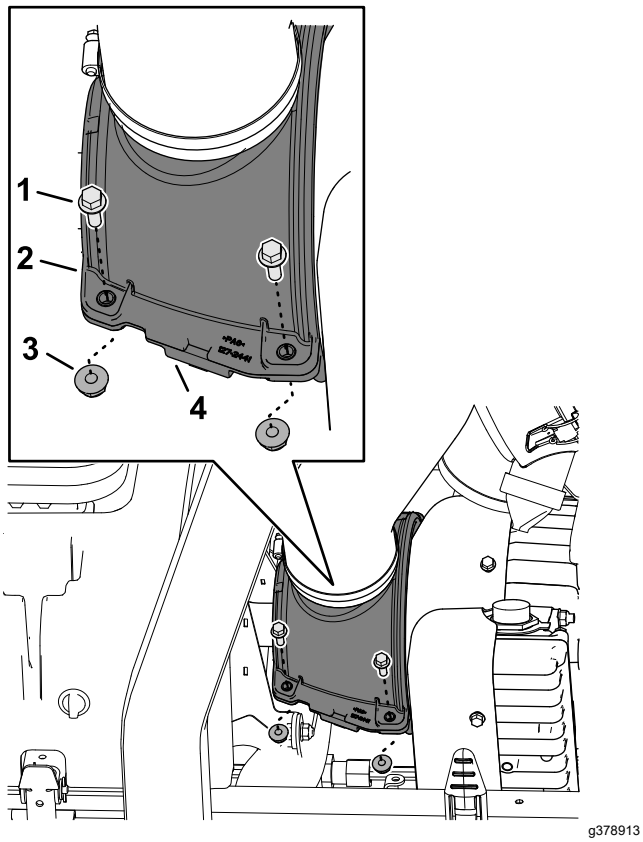

Figur 66
1. Fjern de 4 flangehovedmaskinskruer og de 4 flangelåsemøtrikker, der fastgør de øvre og nedre generators luftkølerskærme (Figur 66).